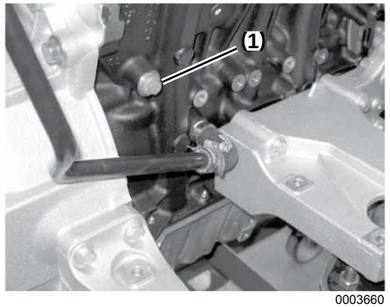

*Figure 11*
*Note: The charge air cooler has been removed for clarity of* ***Figure 11****.*
5. **WARNING!** ***NEVER remove the coolant filler cap if the engine is hot. Steam and hot engine coolant will escape and seriously burn you. Allow the engine to cool before attempting to remove the filler cap.*** Remove drain plug **(Figure 11, (1))** from the engine block. Allow coolant to drain into a container of appropriate size.